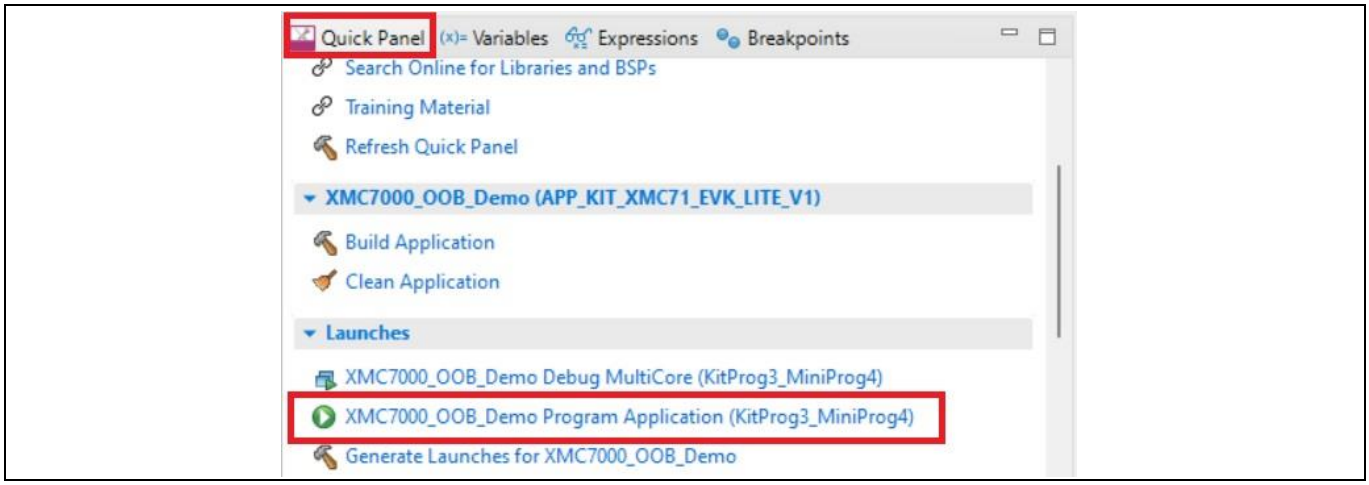

Figure 12 Programming in the ModusToolbox™ software
4. To build and program a XMC7100D application in the Project Explorer, select **<App_Name>** project. In the Quick Panel, scroll to the Launches section and click the **<App_Name> Program (KitProg3_MiniProg4)** configuration, see Figure 12.